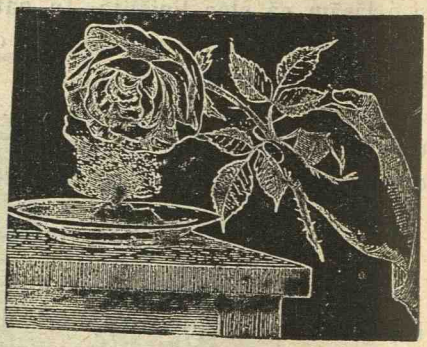

Fig. 122. Negativul figurei 69.
5. **Negativul.** Placa de sticlă este spălată în urmă cu apă multă. Imaginea de pe ea e neagră și opacă in părțile atinse de lumină, care corespund cu părțile albe și luminoase ale obiectului fotografiat. Pentru acest cuvânt placa se numește negativul fotografiei, fig. 122.